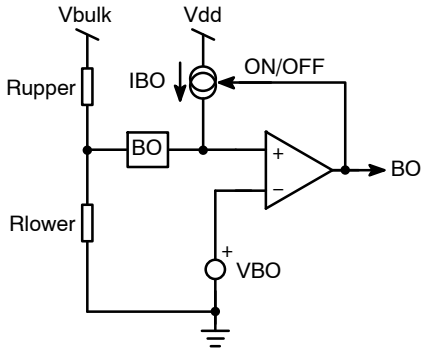

Figure 44. The Internal Brown−out Configuration with an Offset Current Source
The Brown−Out circuitry (BO) offers a way to protect the resonant converter from low DC input voltages. Below a given level, the controller blocks the output pulses, above it, it authorizes them. The internal circuitry, depicted by Figure 44, offers a way to observe the high−voltage (HV) rail. A resistive divider made of Rupper and Rlower, brings a portion of the HV rail on pin 5. Below the turn−on level, the 26.5 µA current source IBO is off. Therefore, the turn−on level solely depends on the division ratio brought by the resistive divider.